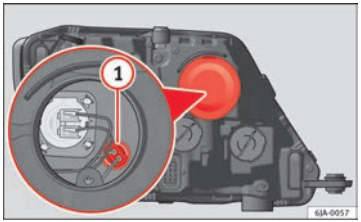

Fig. 153 Changing side light bulbs
– Remove the protective cover ⇒ Fig. 153.
– Remove the bulb holder ⇒ Fig. 153 (1) by pulling it outwards.